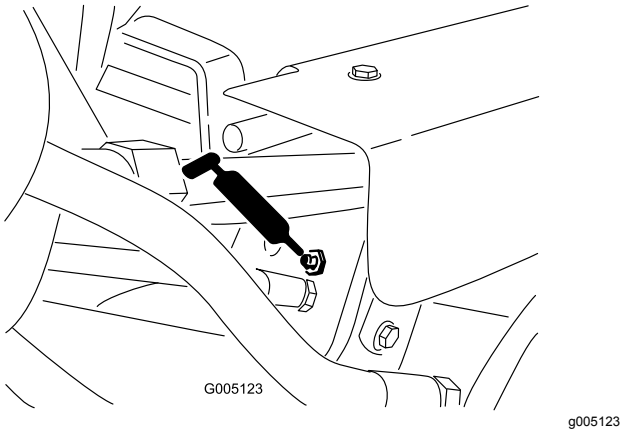

Figur 41
- Lyftcylindrarna (3) (Figur 41)